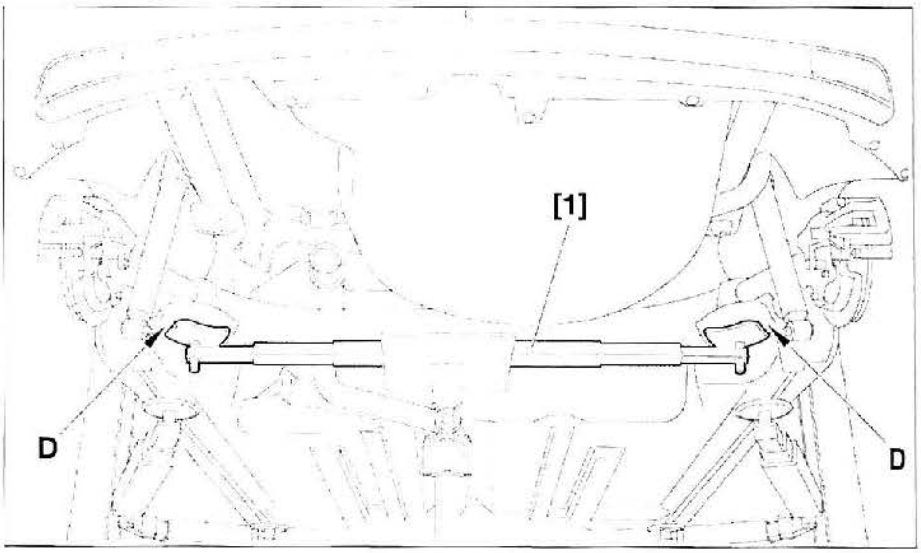

FIG. 37
• Disponer el travesaño del tren trasero horizontalmente con el útil de levantamiento [1] (hacer apoyo debajo de las copelas de muelle de suspensión en "D") **(fig. 37).**